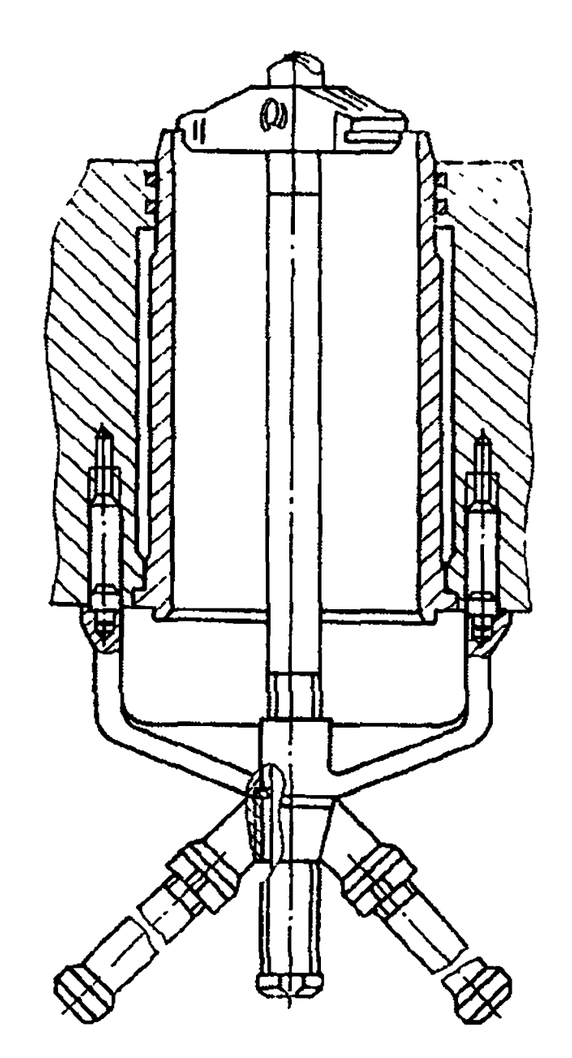
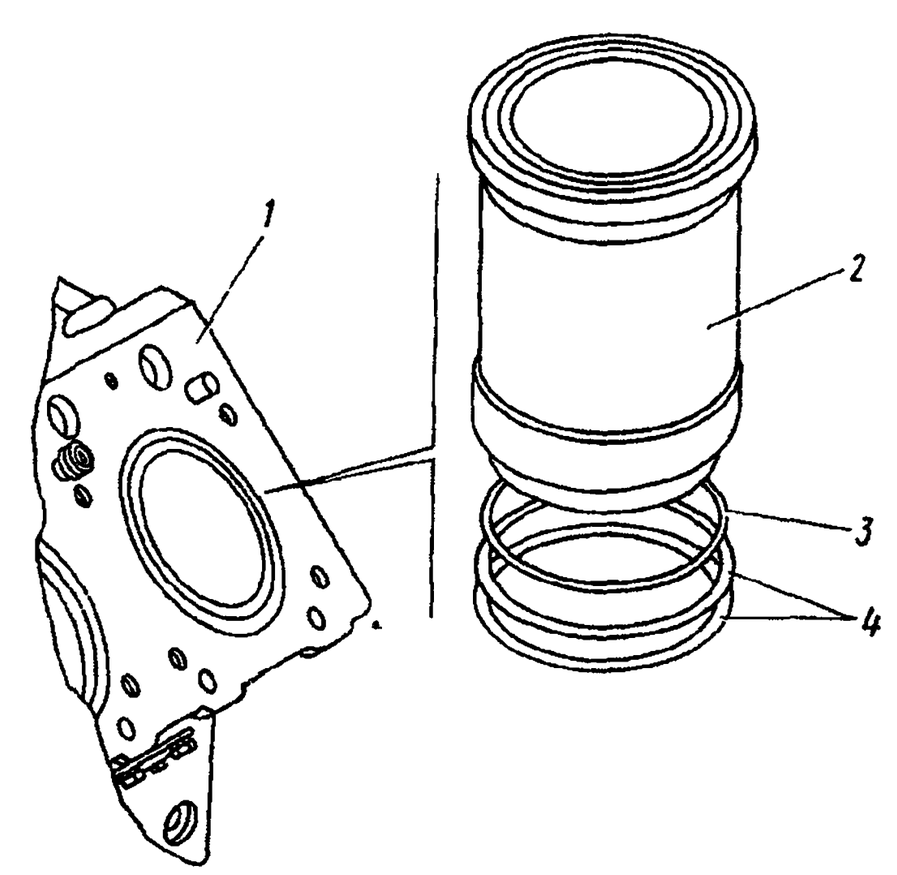

Рис. 38. Съемник И801.05.000 гильзы цилиндра
Рис. 39. Гильза цилиндра:
4. Съемником И801.05.000 (рис. 38) выньте из блока *1* (рис. 39) гильзы *2*, верхнее *3* и нижние *4* уплотнительные кольца	Съемник